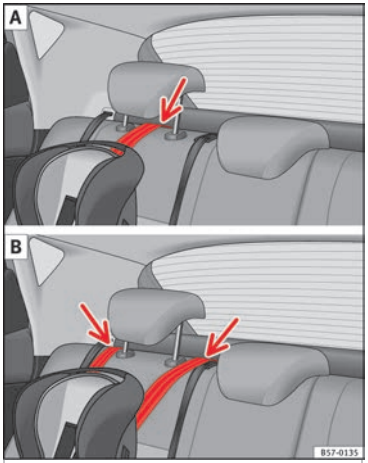

Fig. 30 Retainer strap: adjustment and assembly according to the Top Tether belt.
- Place the belt under the head restraint of the back seat ››› **Fig. 30** (depending on the instructions of the chair itself, lift or remove the head restraint if necessary).